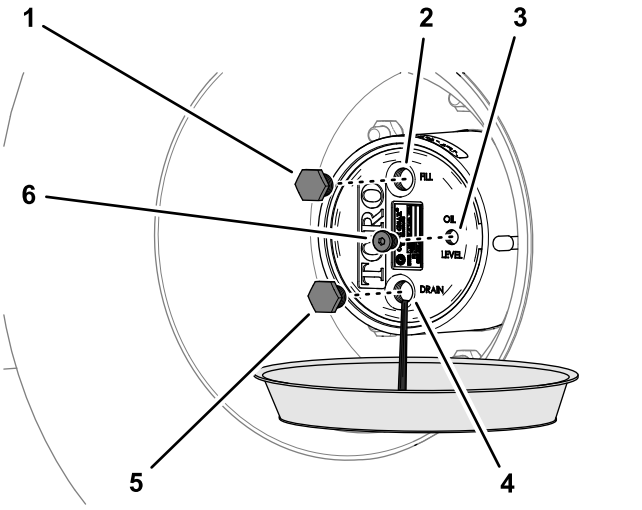

Рисунок 99
2. Установите сливной поддон под ступицу планетарной передачи, снимите пробку сливного отверстия, пробку заливного отверстия и пробку контрольного отверстия и дайте маслу полностью стечь (Рисунок 99).